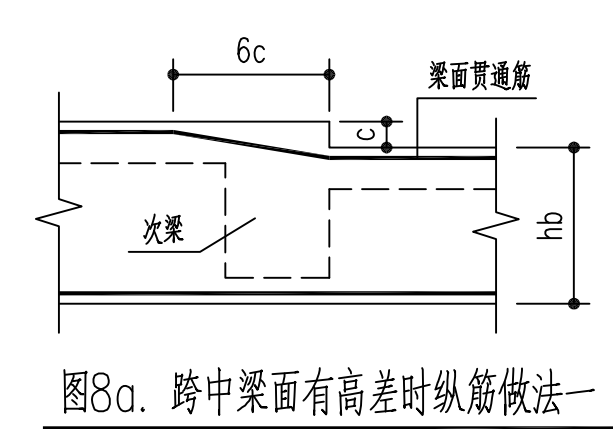
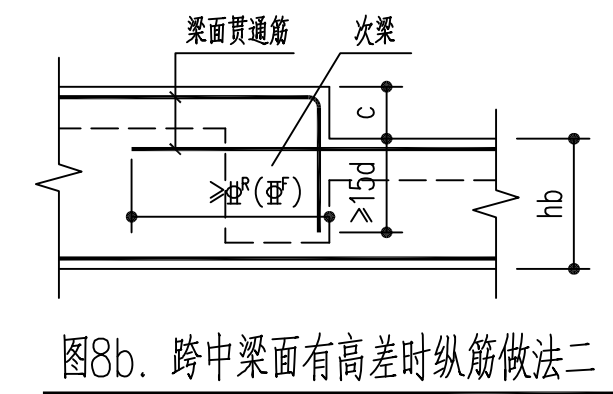
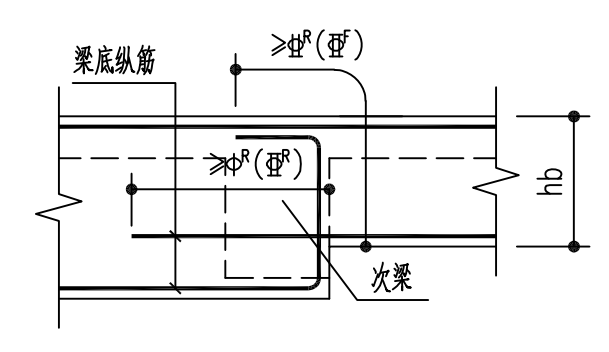

图8a. 跨中梁面有高差时纵筋做法一
图8b. 跨中梁面有高差时纵筋做法二
图8c. 跨中梁底有高差时纵筋做法
5.1.20 梁跨中梁面有高差时做法详图8a、图8b;梁底有高差时做法详图8c。钢筋搭接范围内应按4.2.10条加密箍筋,有次梁作用时尚应按5.1.15条设置附加箍筋。